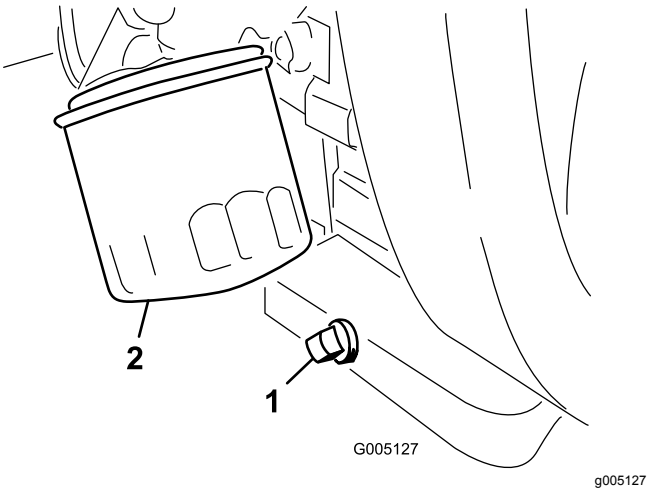

**Figur 29**
1. Ta bort avtappningspluggen (Figur 29) och låt oljan rinna ned i ett avtappningskärl.
2. Rengör gängorna på avtappningspluggen, stryk på PTFE-tätning och sätt tillbaka avtappningspluggen (Figur 29).
3. Avlägsna oljefiltret (Figur 29).